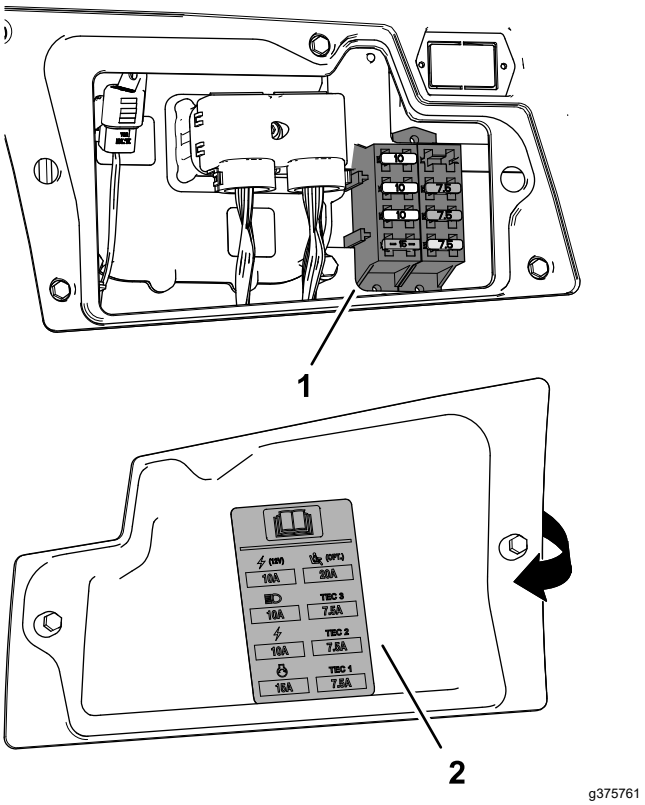

Figur 99
3. Byt ut den öppna säkringen (Figur 99) mot en säkring av samma typ och med samma strömstyrka.